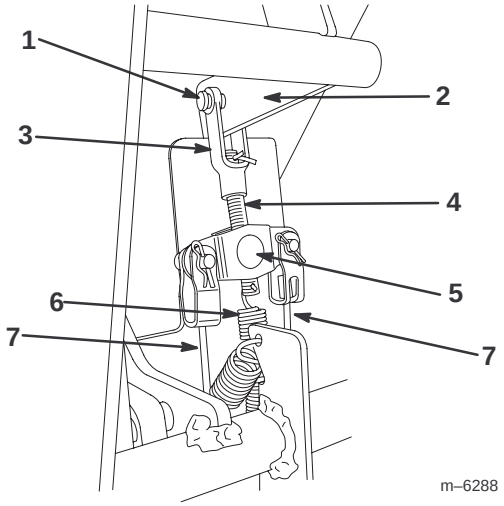

Figur 31
2. Kontrollera bromskablarna vid bromsutjämnaren (under instrumentbrädan) och fastställ ungefär hur långt upp på bromsstången utjämnaren måste gå för att det inte ska vara något spel i kablarna (figur 31).
3. Ta bort hårnålssprinten och sprintbultarna som säkrar sprinten för bromsstången (figur 31).
4. Koppla loss fjädern från änden på bromsstången (figur 31)
6. Gänga på bromsstången in eller ut från bromsutjämnaren så mycket som behövs för att ta bort spelet från bromskablarna (figur 31). Spänn inte kablarna för hårt.
7. Montera fjädern i hålet på bromsstången (figur 31)
8. Koppla sprinten på bromsstången till bromsspaken med hjälp av sprintbulten och hårnålssprinten som togs bort tidigare (figur 31).